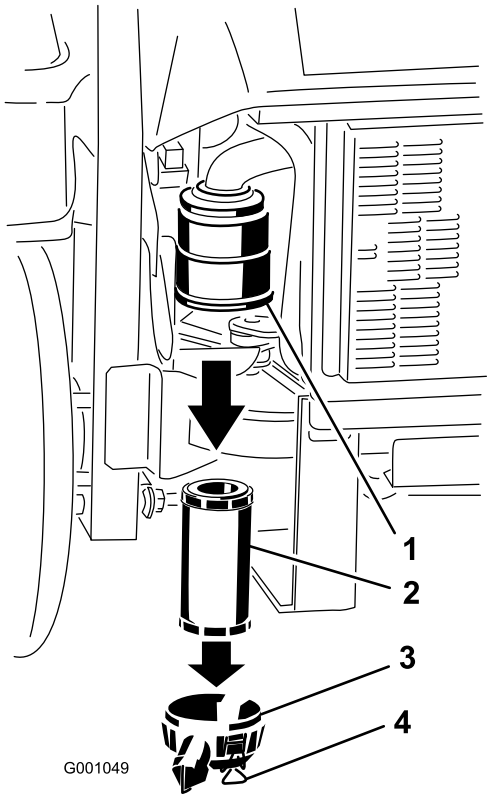

**Figur 43**
3. Åpne låsene på luftrenserdekslet og trekk luftrenserdekslet av luftrenserkroppen (Figur 43).
5. Skyv filteret forsiktig ut av luftrenserhuset (Figur 43). Pass på at filteret ikke slår bort i luftrenserkroppen.